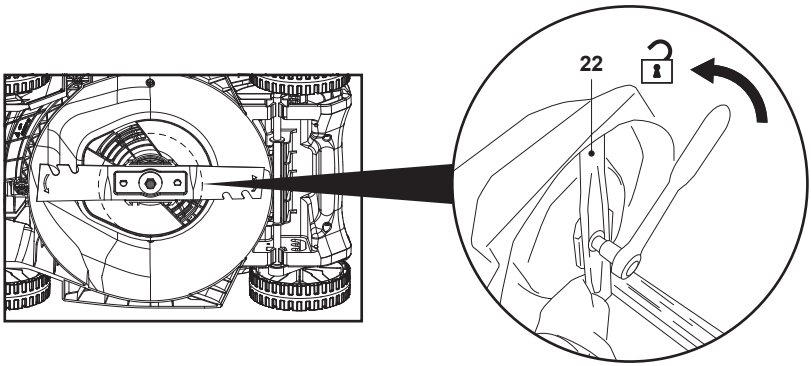

**Rys. 20**
**UWAGA:** Jeśli zamiast elektrycznego klucza udarowego używany jest klucz ręczny lub klucz płaski, należy zablokować ostrze (22), aby nie obracało się podczas odkręcania śruby. Mocno uchwycić ostrze dłońmi w wytrzymałych rękawicach. W razie potrzeby użyć sporego kawałka drewna do zablokowania obrotu ostrza (rys. 20).